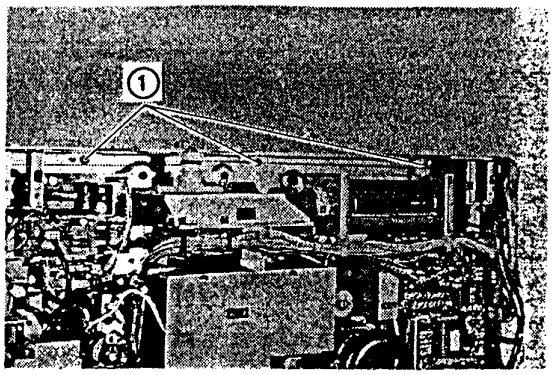

Рис. 4-11
1) Вывинтить три винта, показанные на рис. 4-11, после чего снять верхнюю рамку.